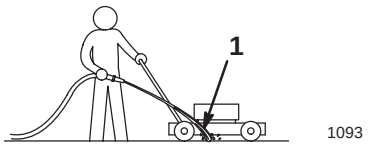

Figur 15
4. Håll slangen med rinnande vatten i nivå med handtaget, och rikta vattenstrålen mot marken precis framför det **högra bakhjulet** (figur 15).